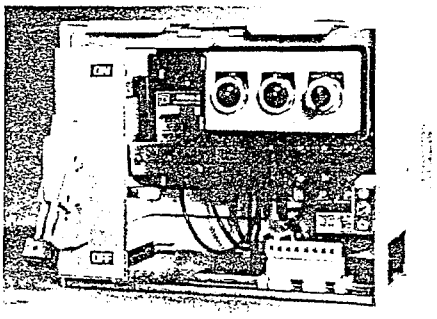

Figure 37: Control unit removed
10. Remove the control unit from the structure for servicing. To prevent damage to the stab assembly, place the unit flatly on its bottom plate (figure 37).